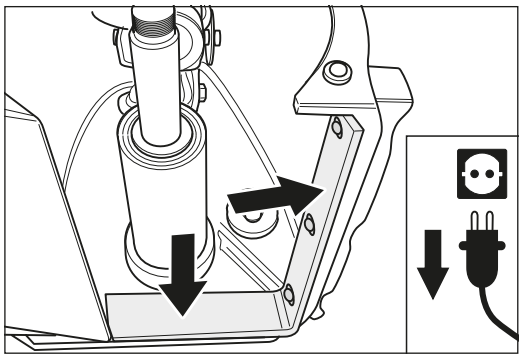

Fig. 38 Para HUMMEL **hasta 08/2022**: El filtro obturador no debe presentar daños y, en su caso, sustituirlo.
- Para HUMMEL **hasta 08/2022**: Asegúrese de que el fieltro obturador no esté dañado o desgastado (Fig. 38).